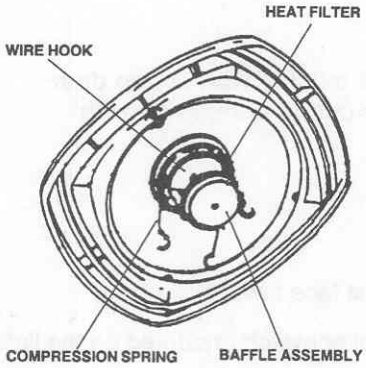

Figure 3-25. Heat filter removal/replacement.
e. Grasp the baffle assembly (as illustrated in figure 3-25) with one hand and unhook the three compression springs fastening the heat filter to the lamp socket assembly with your other hand.